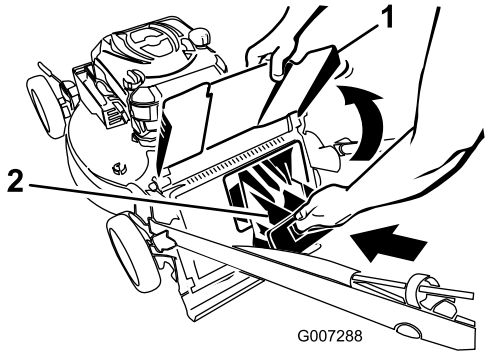

Figur 23
4. Monter bakre utslippsplugg (Figur 23).